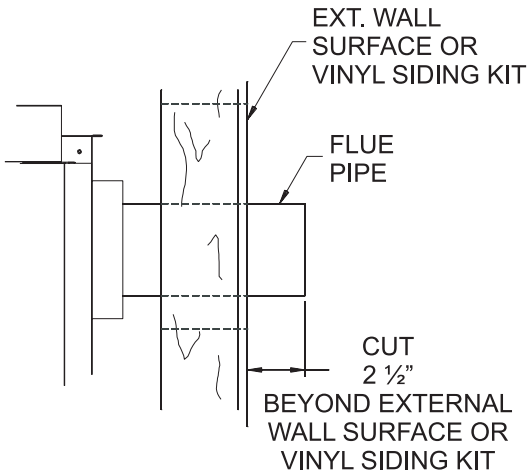

Figure 53
8. Attach the 4" (102 mm) diameter flue outlet tube onto the rigid venting system or directly to fireplace. Ensure the 4" (102 mm) diameter flue outlet tube is placed as far as possible onto the rigid venting system. Mark the 4" (102 mm) diameter flue outlet tube 2 1/2" (64 mm) beyond the vinyl siding kit or wall. See **Figure 53.** Remove the 4" (102 mm) diameter flue outlet tube from rigid venting system. When installing directly to fireplace, tape gasket needs to be used.